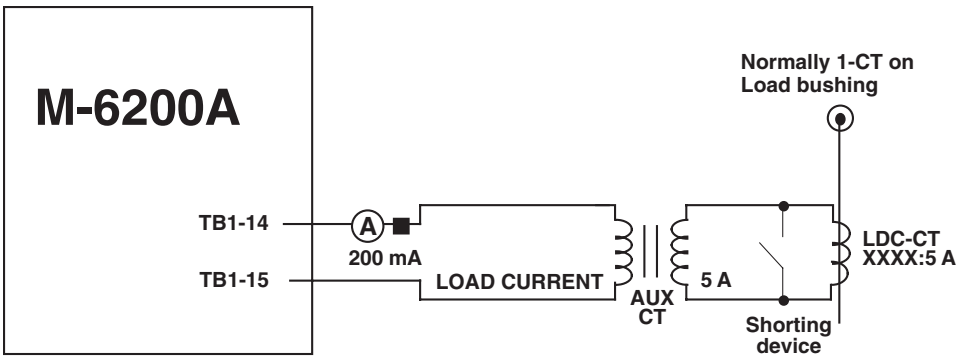

Figure 6-2 Setup for Current Checkout Procedure
5. As shown in Figure 6-2, Setup for Current Checkout Procedures, temporarily place a shorting device across the LDC-CT secondary to short the line drop compensator circuit.